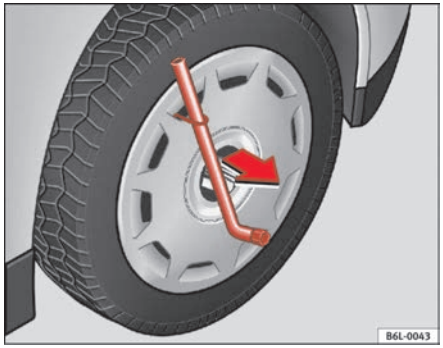

Fig. 134 Remove the complete hub cap
– Remove the wheel cover using the wire hook. ⇒ fig. 134.